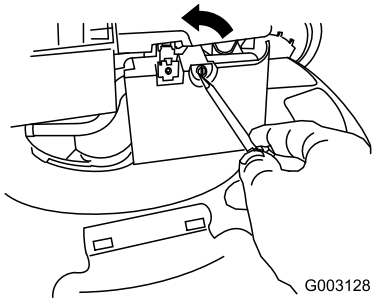

Figura 32
2. Utilice un destornillador para abrir la tapa del filtro de aire (Figura 32).